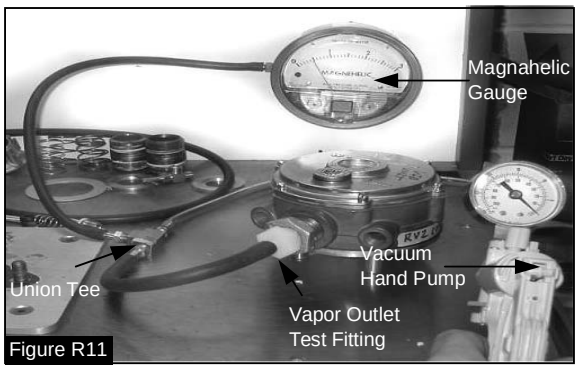

Figure R11
1. Connect the vacuum pump, the Magnahelic gauge and the regulator vapor outlet to the Union Tee fitting (Figure R11). Make sure there is no leakage at any of the fittings.